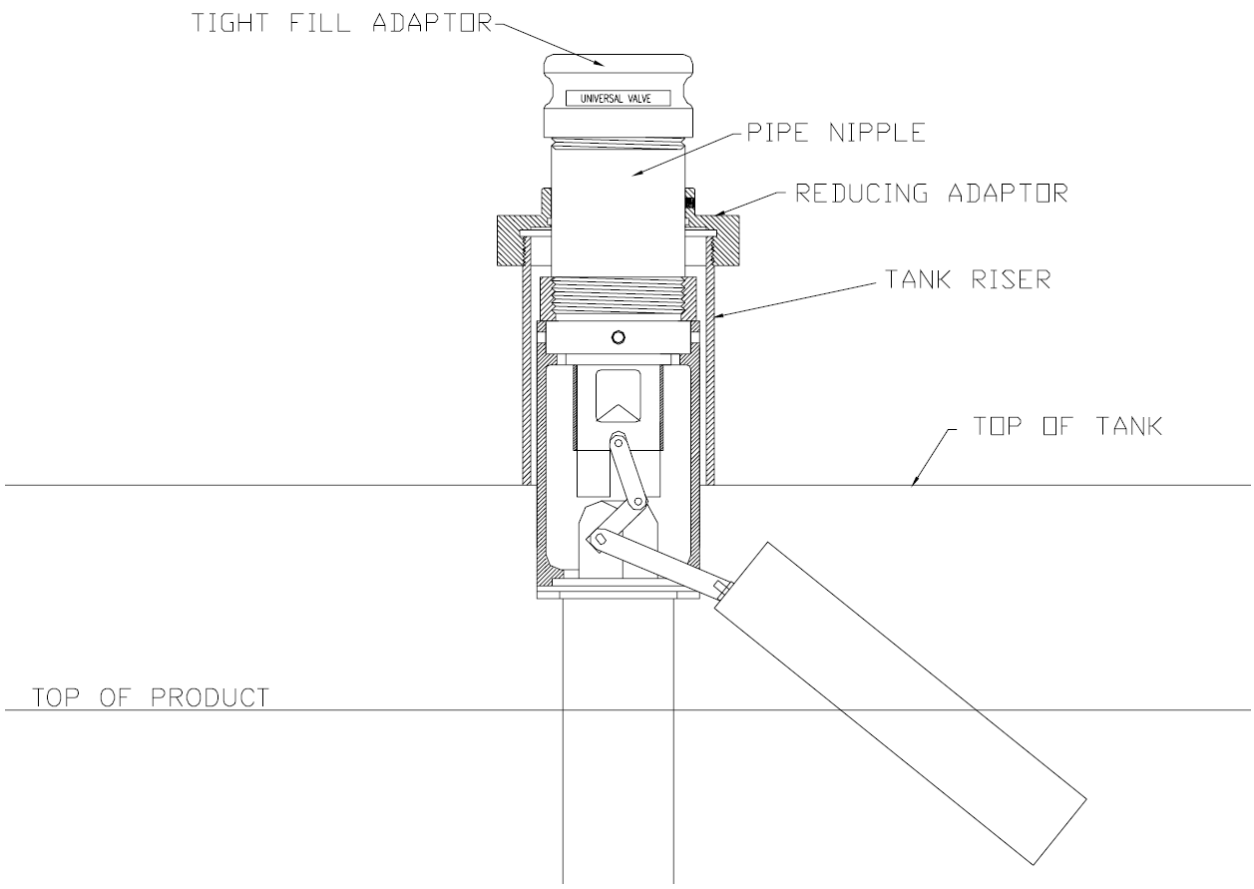

Figure 2 Typical Fuel Storage Tank with Model 49
6) Place the Model 49 assembly with the fill pipe (or drop tube) attached to the bottom of the Model 49 into the tank through the riser. (Figure 2.)
Care must be taken to be sure that the float is aligned with the centerline of the tank and away from the wall(s) or other obstructions. If the float is not installed so it has free motion the Model 49 will fail to operate and an overfill condition may result. (Figure 2.)